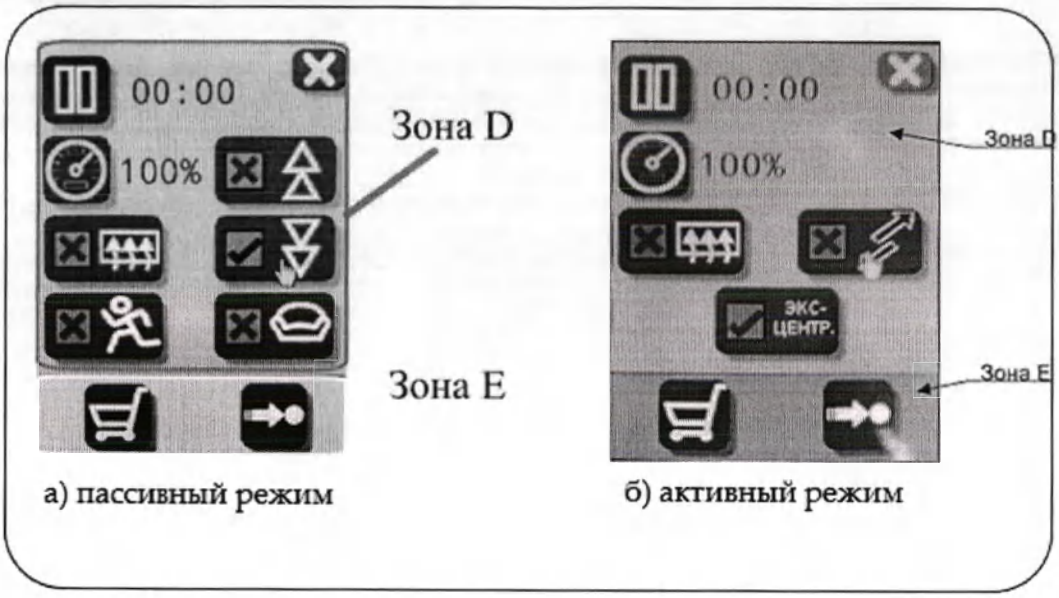

Рисунок 7.6 – Дисплей режима настройки процедуры
7.4 Дисплей режима настройки процедуры (см. рис. 7.6):